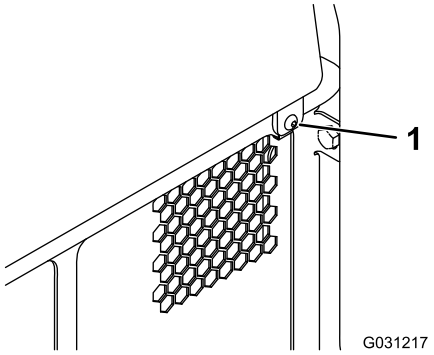

Figuur 38
1. Verwijder de bevestiging (Figuur 38).
2. Hef het inspectieluik aan de achterzijde op om toegang te krijgen tot de interne onderdelen (Figuur 38).